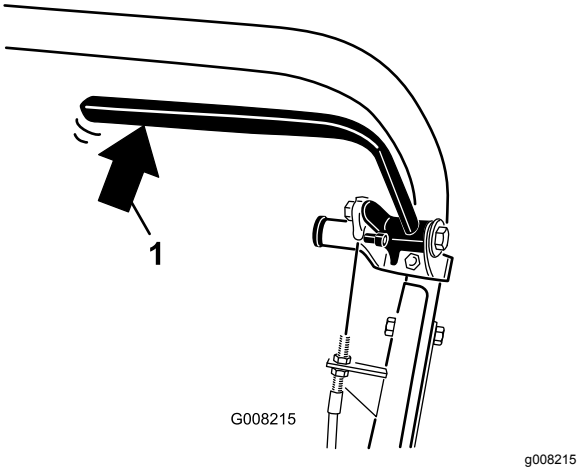

Figuur 38
2. Gebruik een weegschaal en druk de hendel van de bedrijfsrem in (Figuur 38). De parkeerrem moet loskomen als er 13,5 tot 18 kg kracht wordt uitgeoefend. Als de parkeerrem vrijkomt voordat er 13,5 tot 18 kg kracht wordt uitgeoefend, moet u de remkabel afstellen.